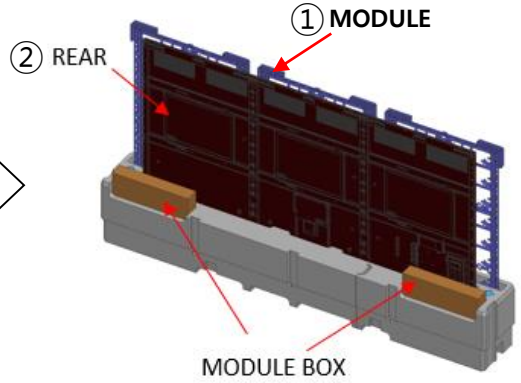
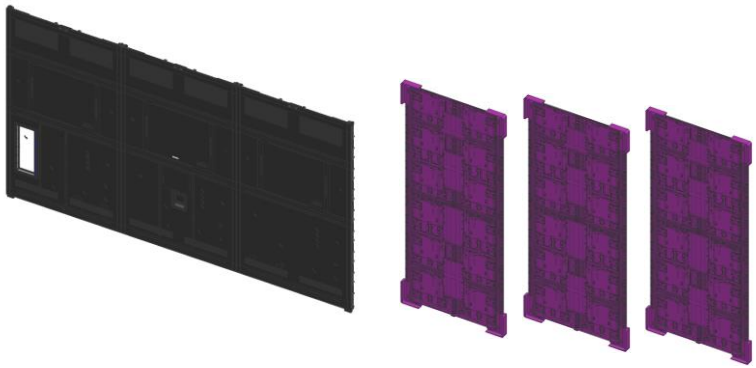

Fig. 2 Open the packing
Fig.3 Check the set materials
➢ Fixed screws are placed inside. , it is necessary to secure a field of view of about 150mm. (Fig. 2)
Fig.2 working guide
① Remove the tape of the upper BOX and open it. (Fig.2)
② Remove the top–cushion and PAD.
③ Check the configuration status of 3 sets. (REAR1, MODULE SET 3) (Fig. 3)